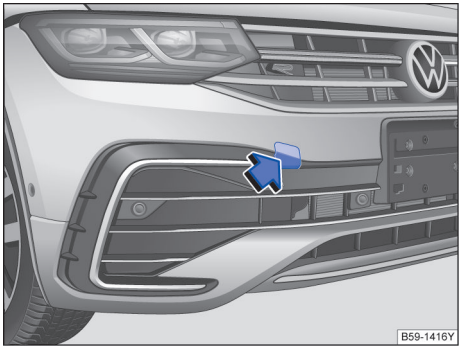

图 218 在保险杠的右前部：拆卸盖板
– 按压盖板的左侧区域→图 218（箭头），松开盖板的卡扣。